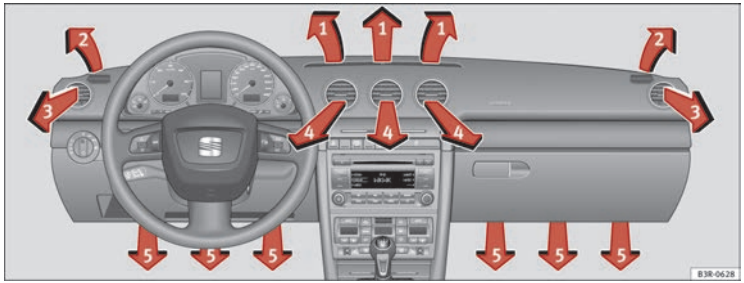

Fig. 141 Dash panel: Location of air outlets
The air outlets ⇒ Fig. 141 ③ and ④ can be operated as follows:
Each of the three buttons has a specific function. The numbers relate to the air outlets ⇒ Fig. 141. ▶
After the ignition is switched off, the blower is supplied with electrical power from the sunroof. Please ensure that outlets 3 and 4 are open ⇒ Fig. 141 to ensure the best possible ventilation.